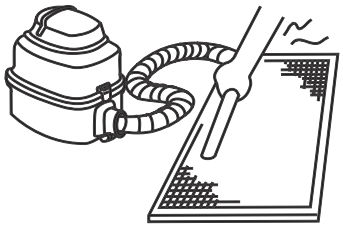

Figura 37
a. O lado da entrada de ar deve ficar voltado para cima quando se utiliza um aspirador de pó. (Consulte a Figura 37)